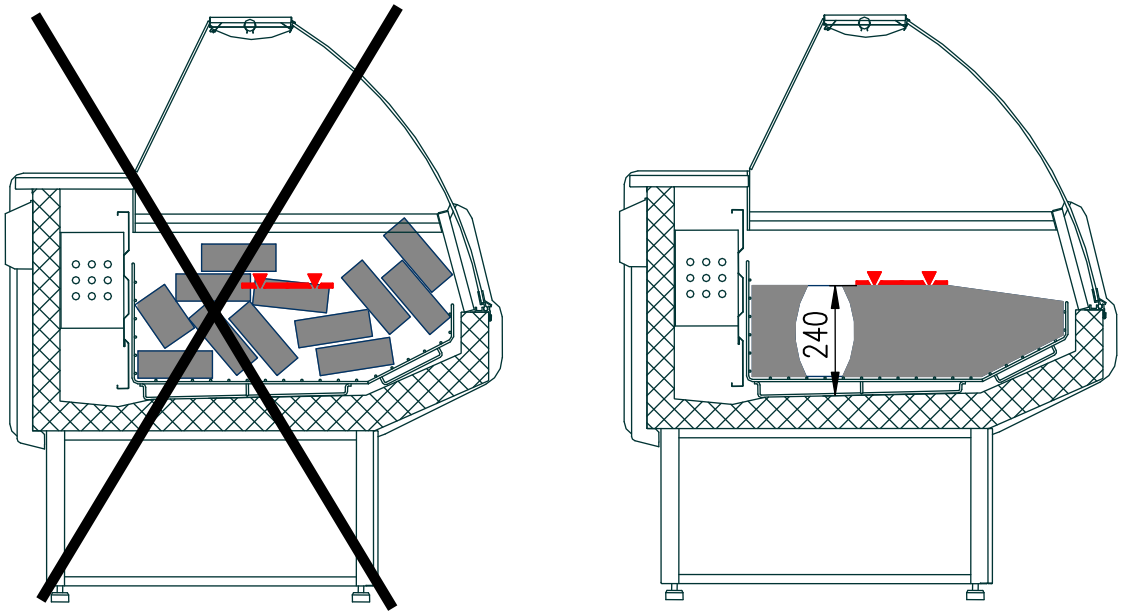

Рис. 2. Загрузка витрины продуктами
- Проверить правильность расположения продуктов в витрине, согласно п. 3.7 и рис. 2.